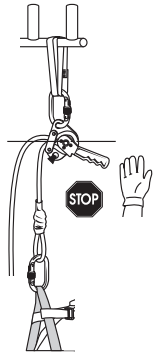
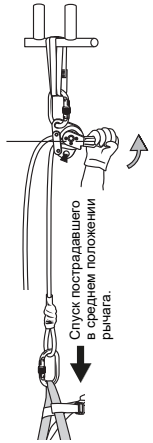
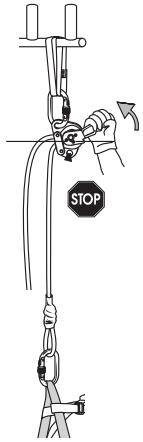

Рис. 11b
Рис. 11a
Рис. 11c
- Потяните рычаг механизма спуска до перевода его в среднее положение (рис. 11a). Начните спуск пострадавшего. Скорость спуска контролируется положением рычага механизма. Отпускание рычага (рис. 11b) или перевод его в крайнее нижнее положение (рис. 11c) приведет к остановке спуска. Максимальная скорость опускания должна составлять 2 м/с.